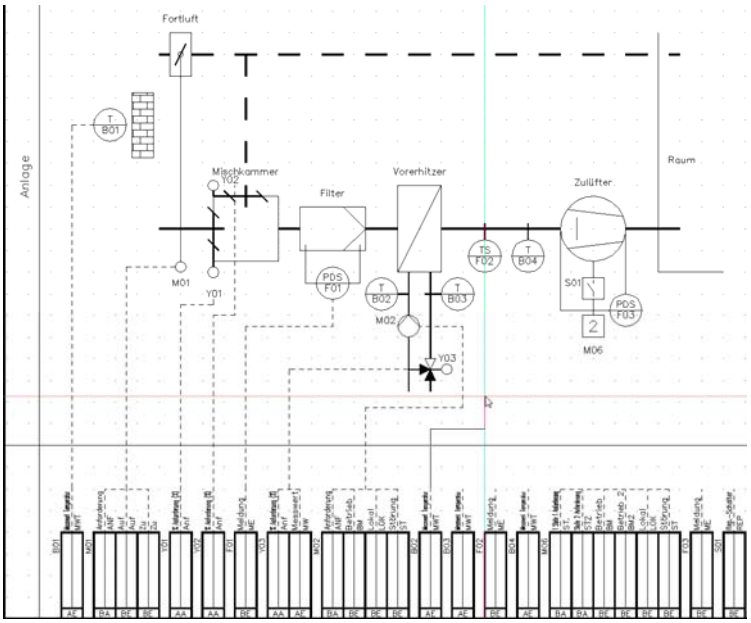

Bild 34.6 – Zeichnen der I/O-Linien
- Rufen Sie *I/O-Leiste Linie* auf. Zeichnen Sie nun, von den Anschlusslinien der I/O-Blöcke ausgehend, die Verbindungslinien ein. Mit Rechtsklick schalten Sie den Befehl immer wieder ein (Abb. 34.6).